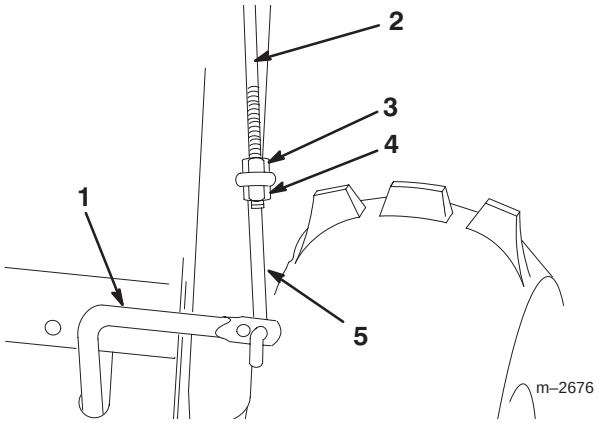

Figur 11
2. Trä i den undre länken genom det yttre hålet i den nedre reglagestången enligt figur 11.